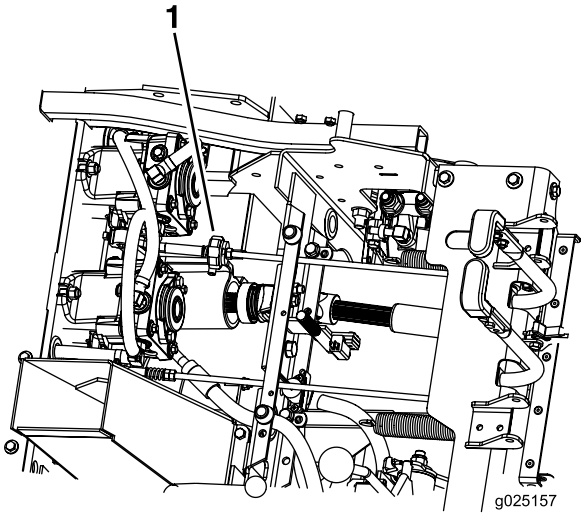

Bild 50
6. Stellen Sie sicher, dass die Maschine in der Neutral-Stellung bei aktivierter Feststellbremse nicht kriecht (Bild 50).